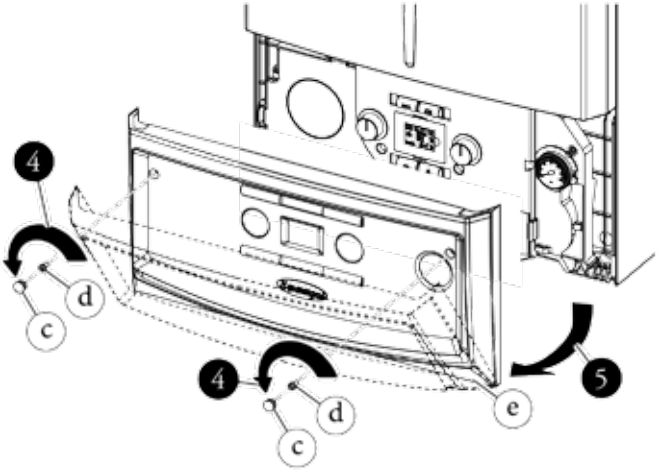

*Abb. 3-15b*
• **Kesselpanel (Abb. 3-15b).**